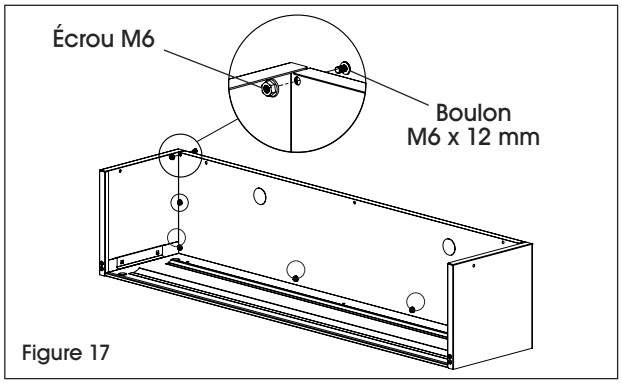

Figure 17
5. Insérez huit boulons M6 x 12 mm et huit écrous M6 et fixez le panneau arrière aux panneaux latéraux et supérieur en utilisant un tournevis cruciforme. (Voir Figure 17)